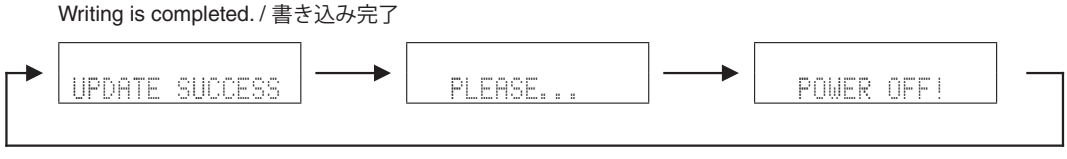

Fig. 3
4. When writing of the firmware is completed, “UPDATE SUCCESS”, “PLEASE...” and “POWER OFF!” are displayed repeatedly. (Fig. 3)
4. ファームウェアの書き込み完了後、“UPDATE SUCCESS”、“PLEASE...”、“POWER OFF!” が繰り返し表示されます。(Fig. 3)